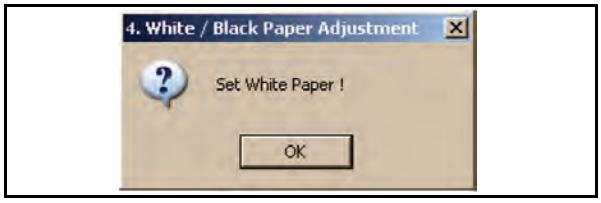

Figure 6-15 Second White Reference Paper Request Screen
12. When the Black Paper Adjustment is complete, the message window shown in Figure 6-15 will appear.